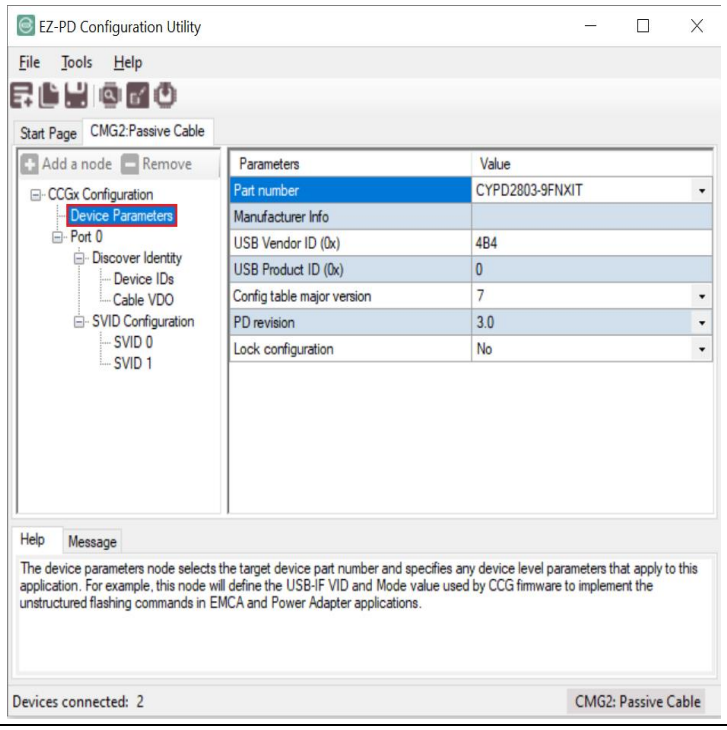

**Figure 24 Setting Device Parameters for a CMG2 Passive Cable Project**
5. Select **Device Parameters** in the left-hand panel. The EZ-PD Configuration Utility window will look like the window shown in Figure 24.